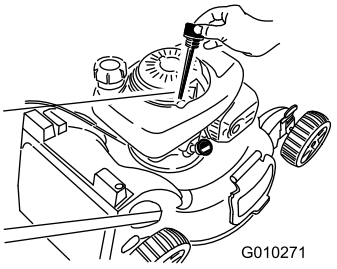

Figuur 40
6. Neem de peilstok uit de vulbuis (Figuur 40).